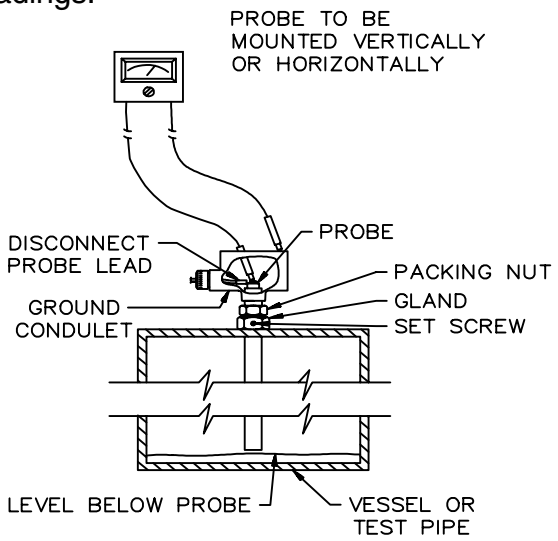

Figure 5-2
A. With an analog ohmmeter*, check the resistance of the probe-to-ground with level below the probe. See Figure 5-2.